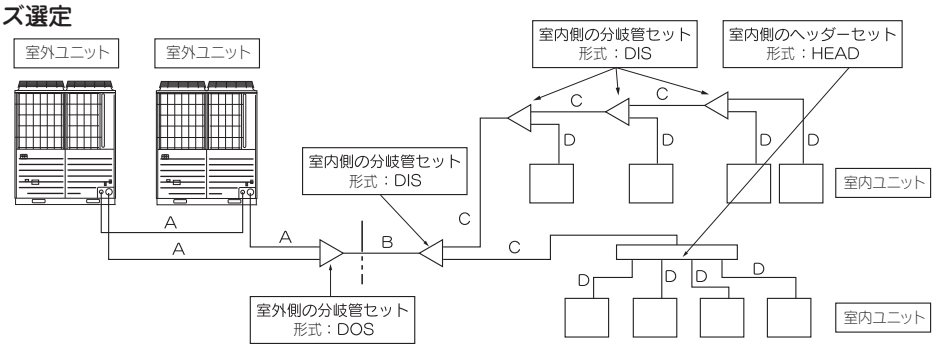

図1
1）室外ユニット～室外ユニットの分岐間：図 1 のA部
2) **主管(室外側の分岐～室内側の第一分岐間)：図1のB部**
3) **室内側の第一分岐～室内側の分岐間：図1のC部**
下流に接続される室内ユニットの容量の合計により下表により選定ください。ただし、主管(図1のB部)サイズを超えないでください。
4) **室内側分岐～室内ユニット 間：図1のD部**
室内ユニット接続配管サイズ表 ただし、主管(図1のB部)サイズを超えないでください。